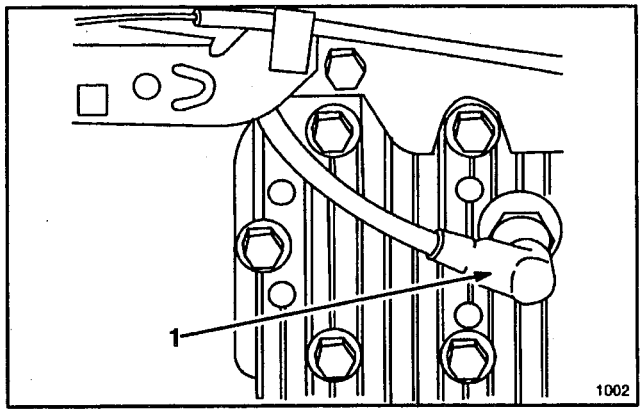

Figure 7
1. Push spark plug wire onto spark plug (Fig. 7).
1. Stop engine and pull wire off spark plug (Fig. 7).
1. Stop engine and wait for engine to cool. Pull wire off spark plug (Fig. 7).